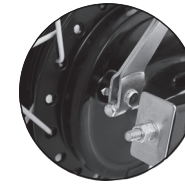

Imagen 21. Indicador de desgaste de freno trasero.
3. Verificar que el indicador de desgaste no alcance la línea de desgaste. Ver imagen 21.